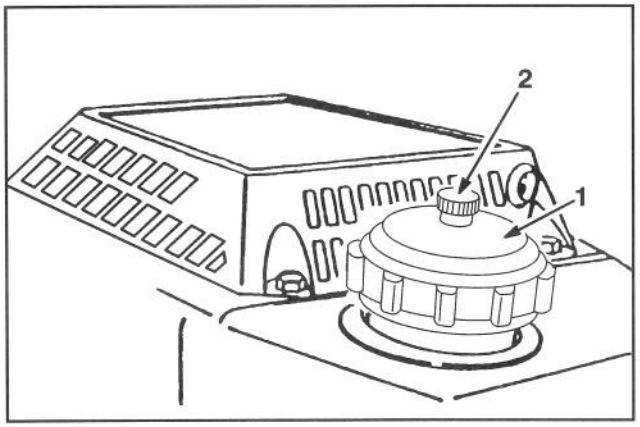

Abb. 6
1. Rund um den Kraftstofftankverschluß reinigen und die Kappe vom Tank entfernen (Abb. 6). Bei bleifreiem Benzin den Kraftstofftank bis zu 6-13 mm unter den Einfüllstutzen füllen. Den Tank nicht ganz voll füllen.
2. Die Lüftungsschraube auf dem Tankverschluß durch Drehung entgegen dem Uhrzeigersinn öffnen (Abb. 6).